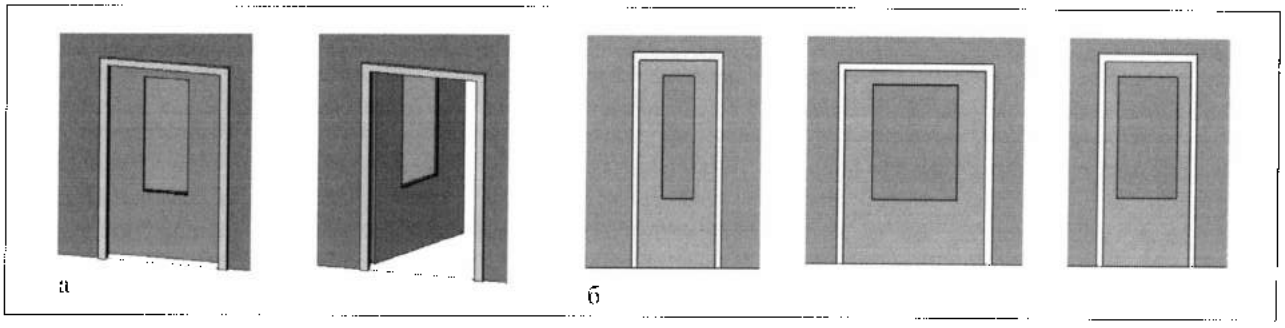

Рис. 18.28. *Тестирование параметров двери*
10. На ленте в разделе **Family Properties** командой **Types** открыть бокс **Family Types** и создать необходимое число типоразмеров двери. Проверить визуально реагирование на изменение параметров **Угол откр** (рис. 18.28,а), **Рамка** и **Уровень Окошко** (рис. 18.28,б).